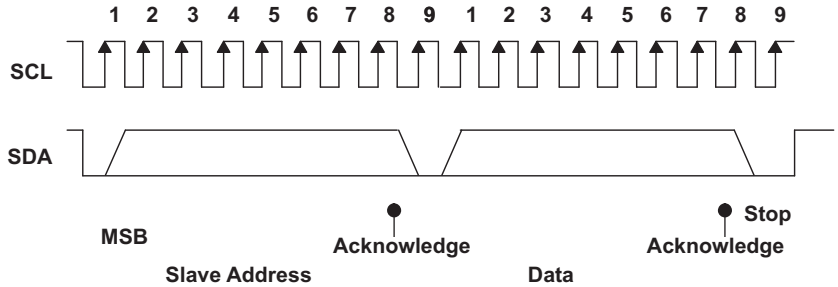

Figure 8. I²C Address and Data Cycles
- The master generates further SCL cycles to either *transmit* data to the slave (R/$\overline{W}$ bit 1) or *receive* data from the slave (R/$\overline{W}$ bit 0). In either case, the *receiver* must acknowledge the data sent by the *transmitter*. So, an acknowledge signal can either be generated by the master or by the slave, depending on which one is the receiver. The 9-bit valid data sequences consisting of 8-bit data and 1-bit acknowledge can continue as long as necessary (see Figure 8).